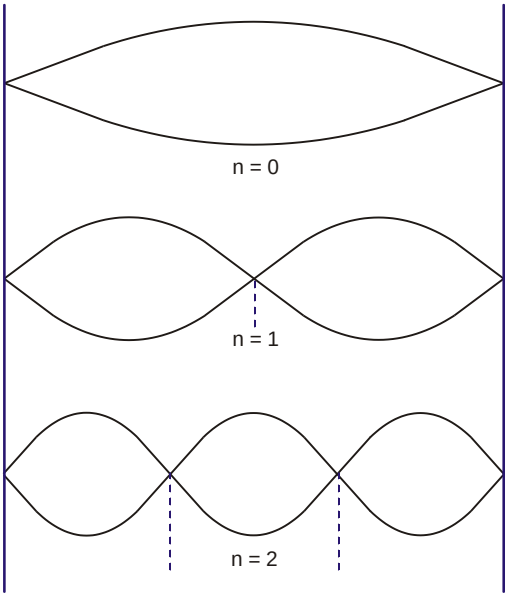

Fig. 3: Stehende Wellen.
D.h. die Resonanzbedingung (5) erfordert, dass die Länge L genau ein ganzzahliges Vielfaches der halben Wellenlänge ist. Die Resonanzfrequenz muss zu dieser Wellenlänge passen. n ist hierbei die Zahl der Schwingungsknoten. Sie ist null, wenn sich bei der Grundschwingung nur ein Schwingungsbauch ausbildet (siehe Fig. 3).